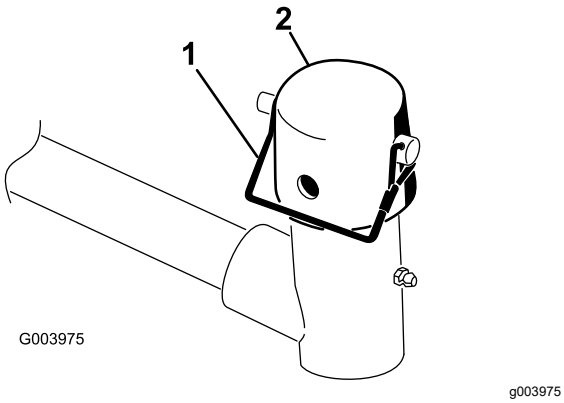

Rysunek 10
7. Zdejmij zawleczkę z jarzma przegubu ramienia podnoszącego. Następnie zdejmij korek (Rysunek 10).
11. Zamocuj zatyczkę na drążku ramy w jarzmie ramienia podnoszącego za pomocą zamka (Rysunek 10).